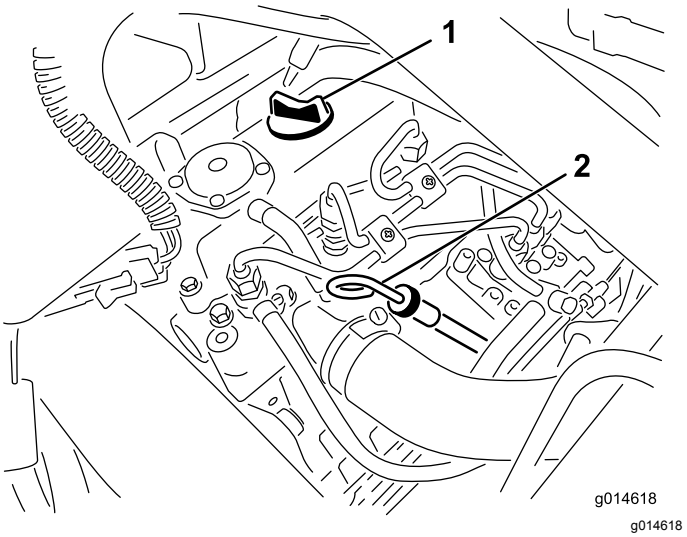

Figur 23
2. Ta ut oljestickan och torka av den med en ren trasa (Figur 23).